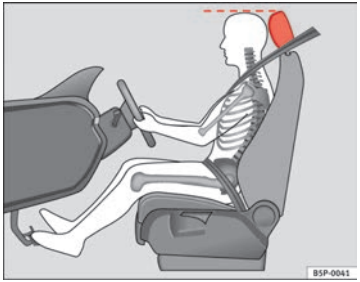

**Fig. 2 Correct head restraint position for driver**
– Adjust the head restraint so that its upper edge is at the same level as the top of your head, or as close as possible to the same level as the top of your head ⇒ Fig. 2.